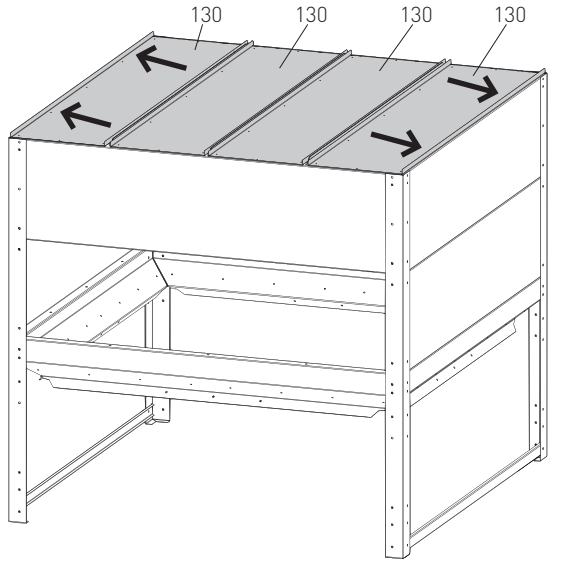

Fig. 11 Montaggio degli elementi del cielo
Appoggiare i 4 elementi del cielo (130) in alto, praticare i fori con un punteruolo o un punzone (non con il trapano) e avvitare gli elementi dall'interno con **viti autofilettanti TT M6**. Iniziare il montaggio dal lato posteriore, le ultime viti vengono montate davanti – Fig. 11.
Spingere verso l'esterno gli elementi esterni del cielo prima di fissarli con le viti – Fig. 11.